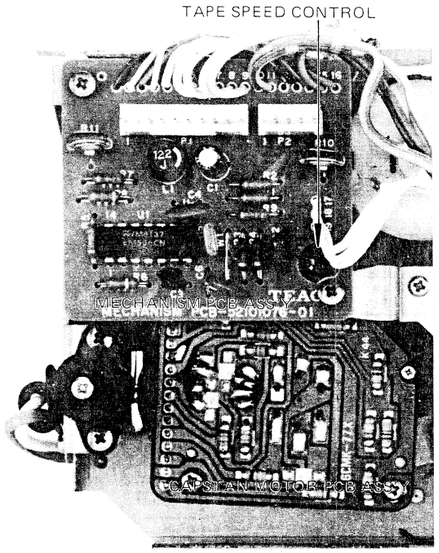

Fig. 5-9
3. While the tape is playing, use a non-metalic screwdriver, and adjust the tape speed control (semi-fixed variable resistor) on the capstan servo PCB (see Fig. 5-9) for a reading of 3000 to 3010 Hz on the frequency counter.